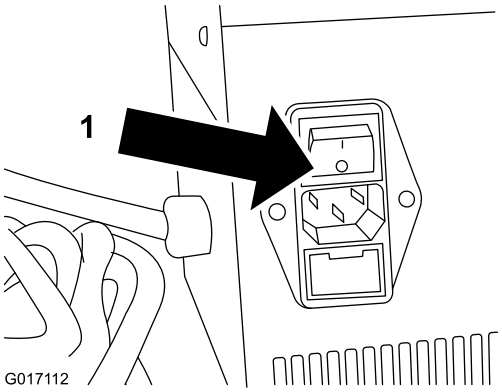

Figura 3
1. Certifique-se de que o carregador está desligado (Figura 3).
3. Desligue o eFlex (Figura 3).